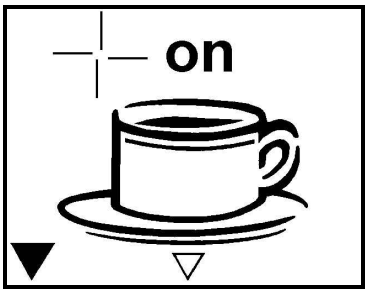

Rys. 10
1. Proszę wybrać program "Mikser włączyć/wyłączyć". Na displayu ukarze się rysunek 10.
3. Prosze przycisnąć prawą część przycisku (13), aby mikser włączyć ("on"), patrz rys. 10.